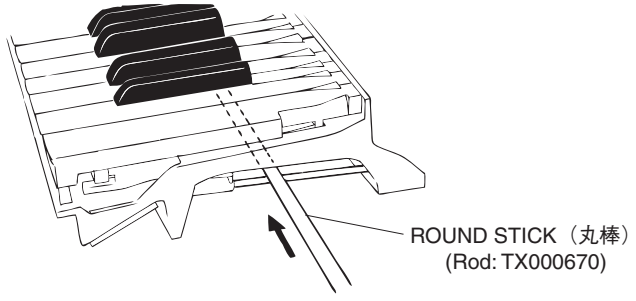

Fig. 22（図 22）
* ***After inserting a round stick (Rod: TX000670) between the frame and the keys, remove the circuit boards. (Fig. 22)***
※ シートをはずす前に、接点ゴムを歪ませないように、フレームとハンマーの間に丸棒（ロッド：TX000670）を挿入しておきます。（図 22）